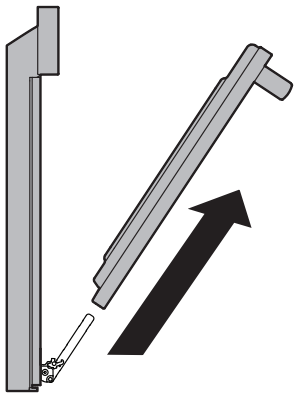

Figure 27: Enlever la porte
4. Tirez le bas de la porte vers vous tout en faisant tourner le haut de la porte vers l'appareil pour dégager complètement les leviers de charnière (Figure 27).
1. Tenez fermement les deux côtés de la porte. N'utilisez pas la poignée de la porte (Figure 27).